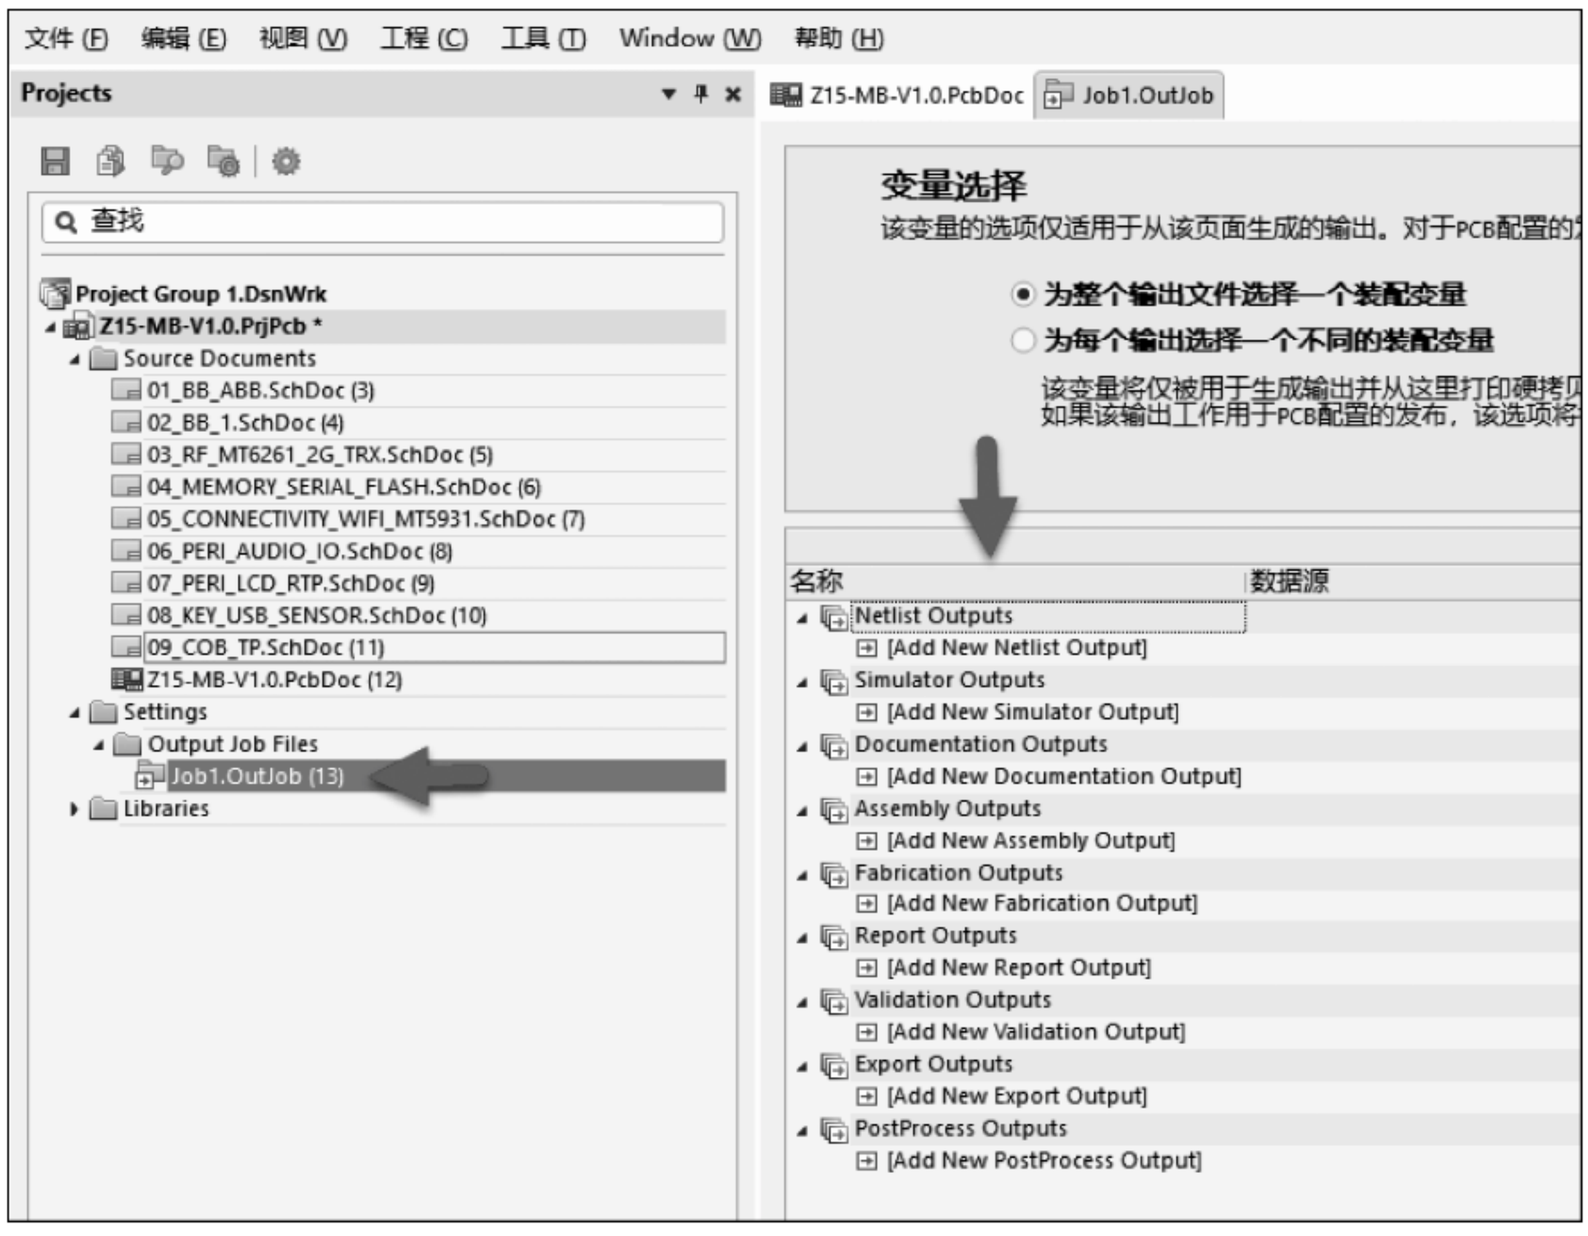

图 7-44　新建 Output job 文件
(1) 添加一个 Output job 文件。执行菜单栏中“文件”→“新的”→“Output job 文件”命令,新建的 Output job 文件会自动添加到工程项目 Settings→Output Job Files 子文件中,如图 7-44 所示。